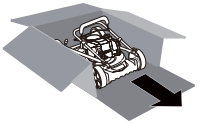

Fig.2
1. Découpez les deux coins de l'extrémité de la boîte et ouvrez le panneau à plat (Fig. 2).